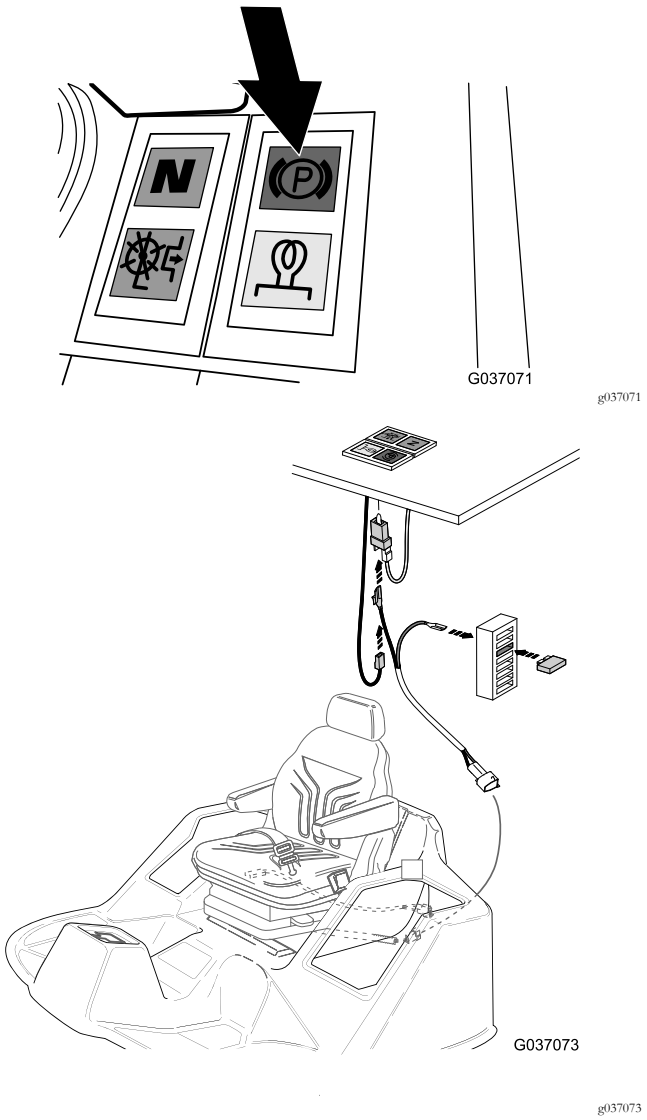
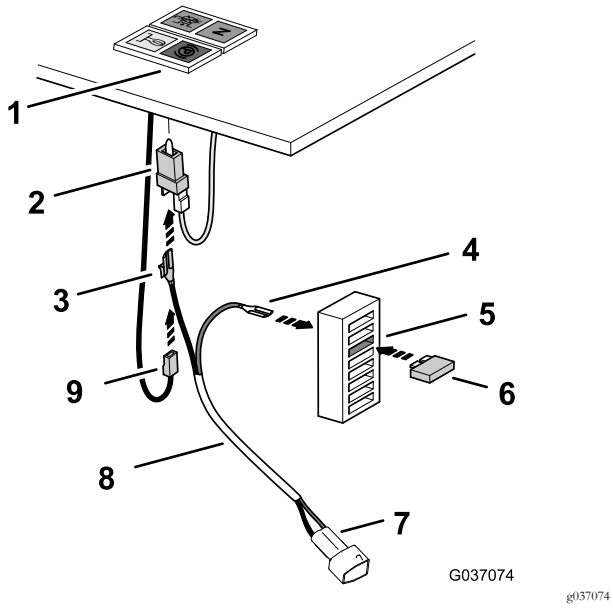

Rysunek 26
Rysunek 27
5. Zlokalizuj pod deską rozdzielczą złącze lampki hamulca postojowego i odłącz złącze gniazdowe czarnego przewodu od złącza lampki hamulca postojowego (Rysunek 26).
6. Podłącz złącze gniazdowe czarnego przewodu odłączone w kroku 5 do zacisku nożowego końcówki piggy-back zacisku (przewód czarny) wiązki przewodów z przekaźnikiem (Rysunek 26 oraz Rysunek 27.
7. Podłącz końcówkę piggy-back do zacisku nożowego złącza lampki hamulca postojowego (Rysunek 27).
8. Z tyłu skrzynki bezpieczników podłącz zacisk gniazdowy (przewód czerwony) wiązki przewodów z przekaźnikiem do złącza nożowego bloku bezpieczników w trzeciej pozycji od góry bloku (Rysunek 27).
9. Włóż bezpiecznik (10 A) do 3 pozycji w bloku bezpieczników od góry (Rysunek 27).